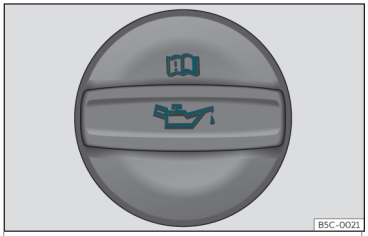

Fig. 187 In the engine compartment: Engine oil filler cap.
- Unscrew cap from engine oil filler opening ››› **Fig. 187**.